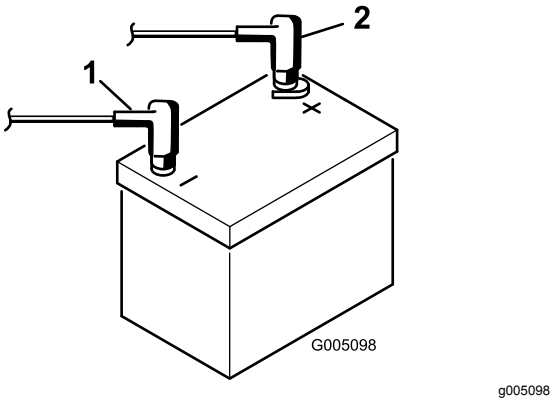

Figur 6
2. Koble de positive batterikablene (røde) fra startsolenoiden til den positive polen (+) på batteriet (Figur 6). Fest dem med en skrunøkkel, og dekk polene med vaselin. Påse at kabelen